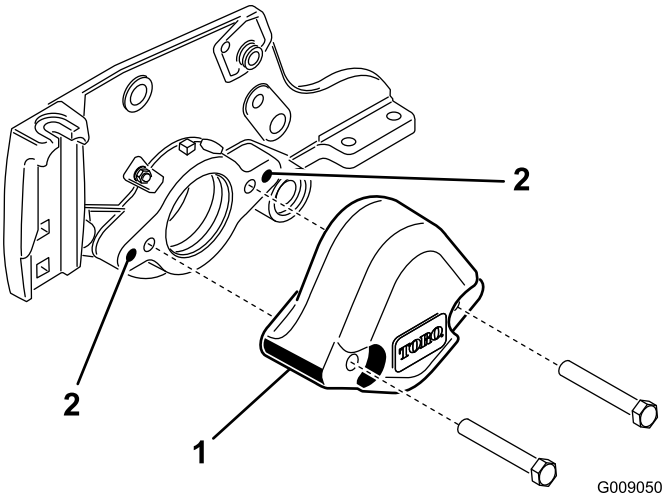

図 5
3. カウンタウェイトをカッティングユニットの左側に固定しているボルト2本を外す。カウンタウェイトを取り外す図 5。
4. 3/8-16 タップを使って、サイドプレートの取り付け穴の内壁のペイントを除去する。図 5。